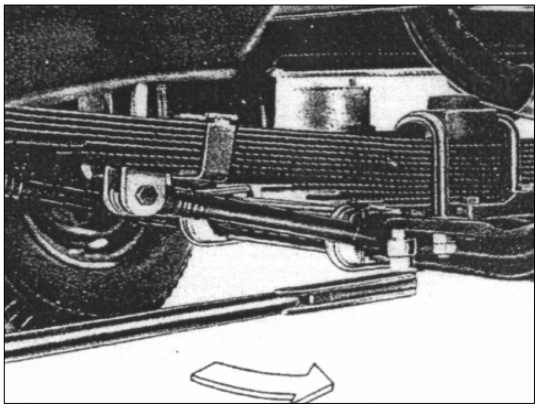

РИС. 274
3) Установите стремянки и затяните гайки стремянок, с усилием 18 кг·м (см. рис. 274).